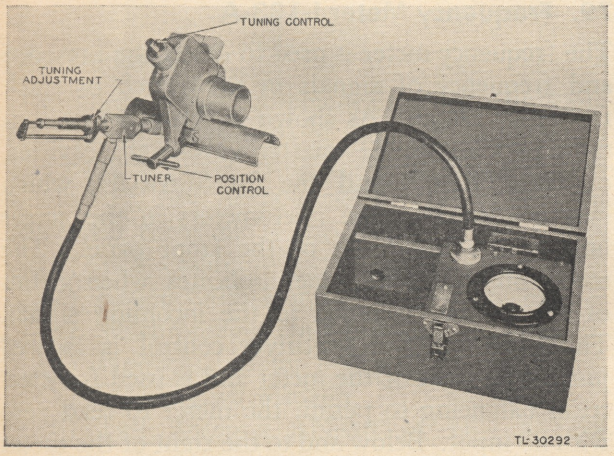

Figure 91. Standing-wave detector.
80. Standing-Wave Detector (fig. 91)